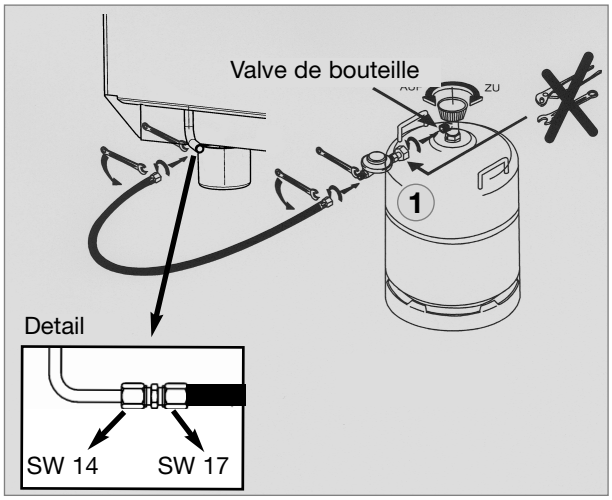

Fig. 3
- Un régulateur de pression **(1)**, Fig. 3, réglé de manière fixe (réducteur de pression) doit être installé dans la conduite d'amenée de l'appareil. Il est interdit de faire fonctionner le réfrigérateur avec une autre pression que celle indiquée sur la plaque signalétique.